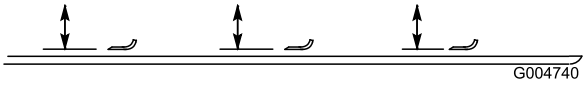

Figur 82
2. Rotera kniven tills ändarna är riktade framåt och bakåt (Figur 82). Mät avståndet från klippenhetens insida till knivseggens spets. Notera måttet.